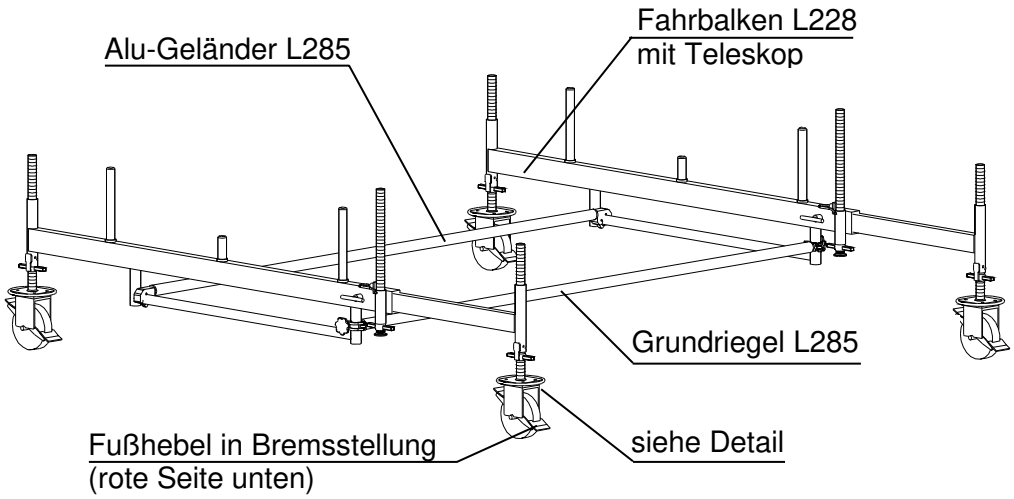
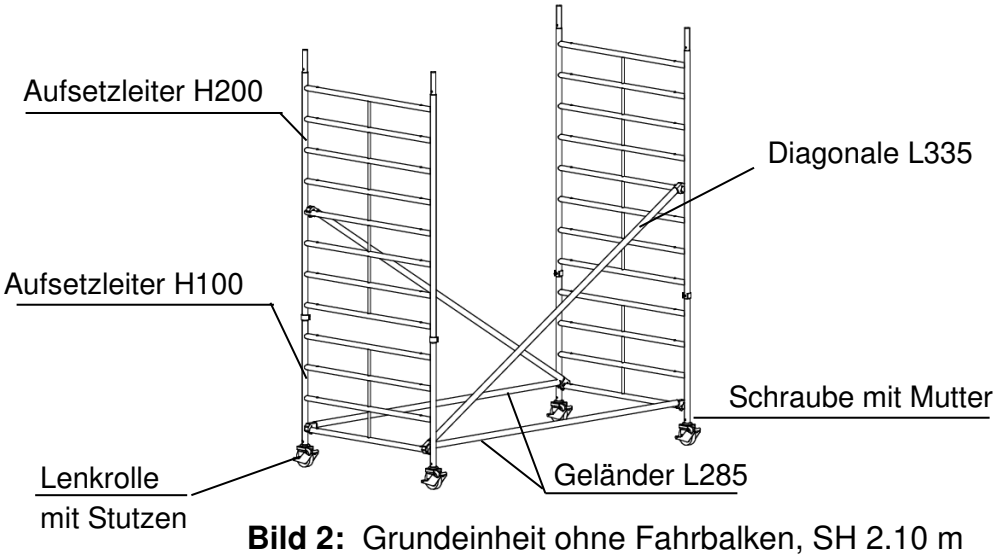

Bild 1: Fahrwerk mit Teleskop-Fahrbalken L228
Bild 2: Grundeinheit ohne Fahrbalken, SH 2.10 m
Das Fahrwerk des RapidTech 4602 besteht aus Fahrbalken, Lenkrollen und Aussteifungselementen. Die Fahrbalken sind nach der geplanten Aufbauhöhe auszuwählen. Die zulässigen Höhen sind abhängig von einer zu erwartenden Windbelastung (Aufbau im Freien oder in geschlossenen Räumen) und von der Anzahl der anzubringenden Ballastgewichte. Bis 5.25 m Standhöhe kann ohne Fahrbalken (Bild 2 bis 5) aufgebaut werden, darüber hinaus muss der Teleskop-Fahrbalken L228 (Bild 1) eingesetzt werden. Beim Aufbau ist folgendermaßen vorzugehen:
- Die Feststellschrauben der Spindeln in die Löcher der Aufnahmerohre drehen (Detail zum Bild 1). Es ist darauf zu achten, dass die Spitzen der Schrauben mindestens 5 mm über die Sicherheitsmuttern hinaus in die Aufnahmerohre ragen. Diese Arretierung verhindert ein Herausfallen der Fahrrollen, behindert aber nicht die Höhenverstellung.
Die Lenkrollen mit den Spindeln in die 1 m-Aufsetzleitern schieben und die Feststellschrauben der Spindeln in die Löcher der Aufsetzleitern drehen (siehe Detail zum Bild 1). An die Aufsetzleiter den Aufstiegsbügel mittig anschrauben. Die beiden Aufsetzleitern mit zwei Geländern L285 verbinden. Alle weiteren Schritte wie in Kapitel 2.2.2 beschrieben, durchführen.
Die Lenkrollen mit den Spindeln in die 2 m-Aufsetzleitern schieben und die Feststellschrauben der Spindeln in die Löcher der Aufsetzleitern drehen (siehe Detail zum Bild 1). An die Aufsetzleiter den Aufstiegsbügel mittig anschrauben. Die beiden Aufsetzleitern mit zwei Geländern L285 verbinden. Je Seite eine Diagonale L335 (gegenläufig) auf die unterste und die oberste Sprosse schieben. Die Einrastklaue soll dabei zwischen Ständerrohr und dem Abstandniet liegen (so nah wie möglich am Abstandsniet).